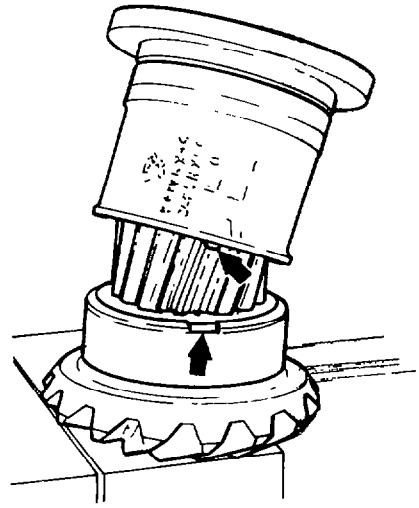

Fig. 319 — Installing Bearing Retainer Housing
h. Install the bearing retainer housing onto the shaft assembly ensuring that the alignment pin in the housing aligns with the slot in the bearing cup (see fig. 319).